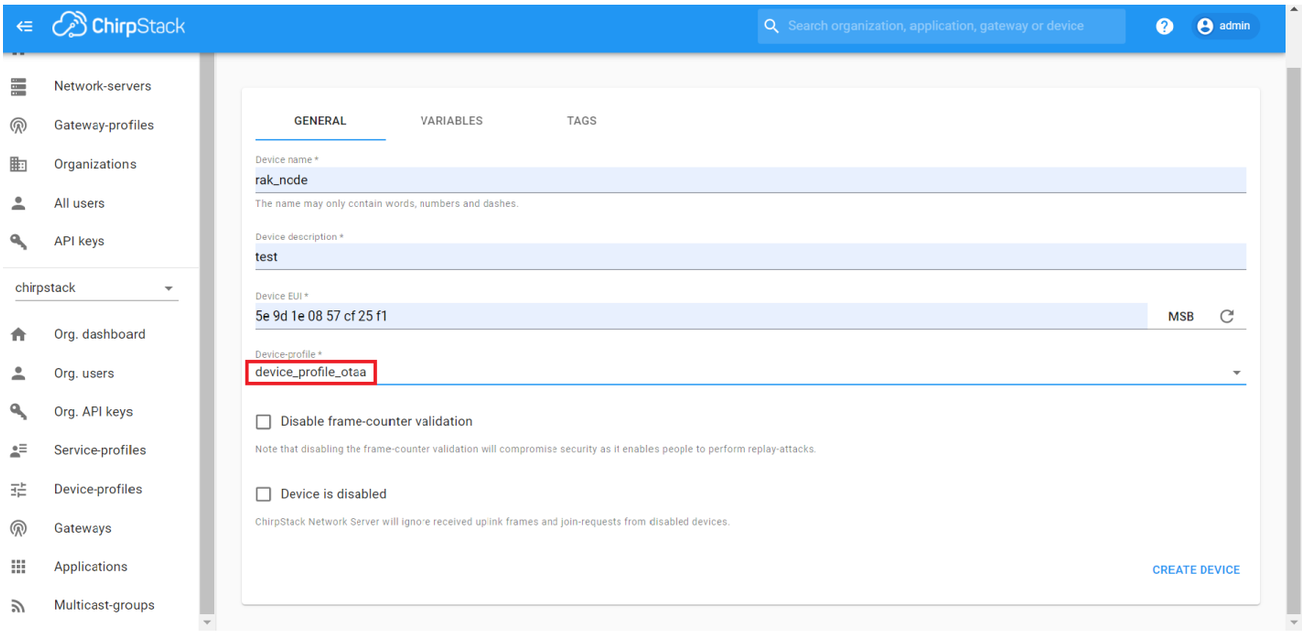

Figure 38: Choosing OTAA mode in the device registration form
1. If you have selected "**device_profile_otaa**", as shown in **Figure 38**, then after the device is created, an Application Key must be also created for this device.